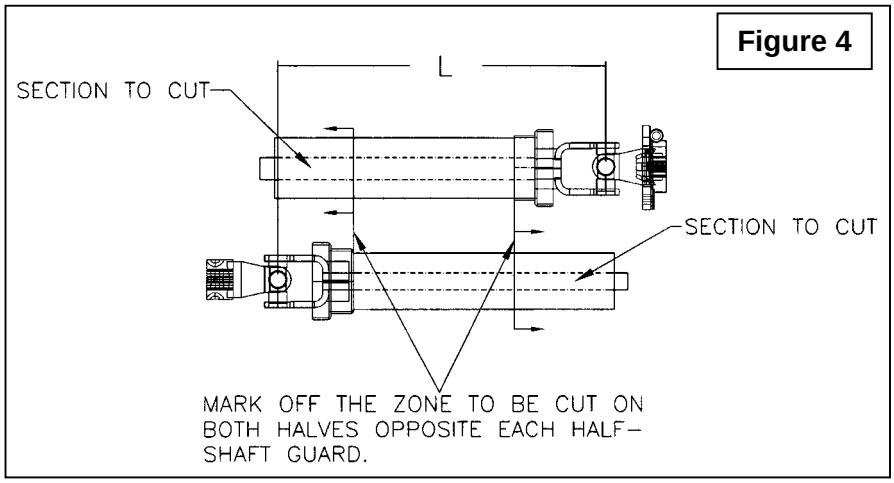

Figure 4
3. Hold the two half-shaft side by side and locate the "L" length between the two center-to-center half-shaft universal joints. Mark off the zone to be cut on both halves opposite each half-shaft guard as shown on Figure 4.